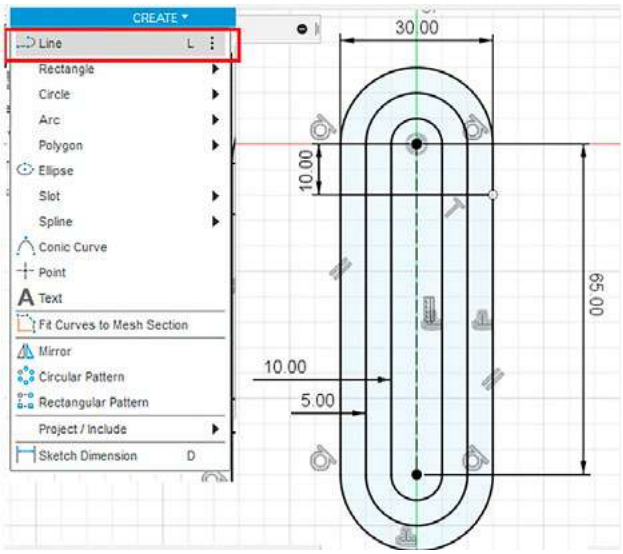

Рис. 7
2.6. Инструментом LINE нарисуйте линию на расстоянии 10 мм от центра координат (рис. 7).